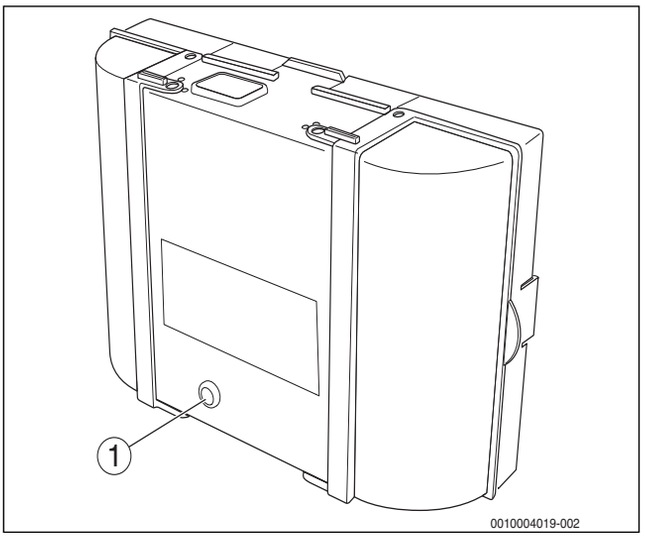

Bild 83 Störungen am Feuerungsautomaten zurücksetzen
- Taste „Entstören“ am Feuerungsautomaten drücken (→ Bild 83).